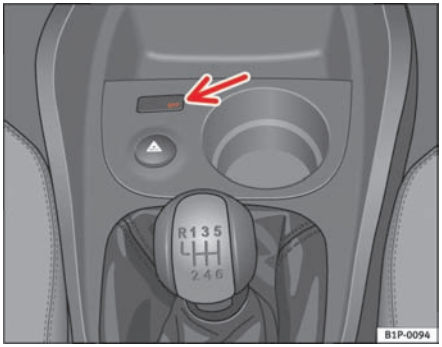

Fig. 26 Warning lamp for deactivated passenger airbag in centre console
– Check that the warning lamp “OFF” in the instrument panel ⇒ fig. 26 remains lit when the ignition is switched on ⇒ ⚠.
– Check that the warning lamp in the instrument panel does ⇒ page 44, fig. 26 *not* light up when the ignition is switched on ⇒ ⚠.